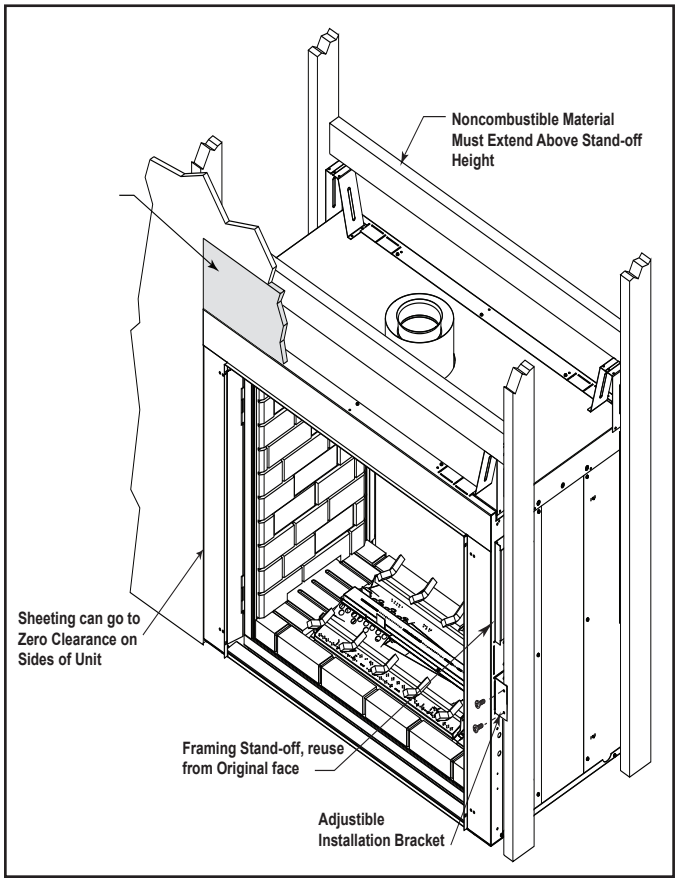

Figure 10.2
1. Install installation brackets and framing stand-offs. Installation brackets can be positioned to accommodate the thickeness of the outer wall sheeting. Framing stand-offs can be oirented in two (2) positions according to the location of the fireplace relative to the wall framing. See Figure 10.2.